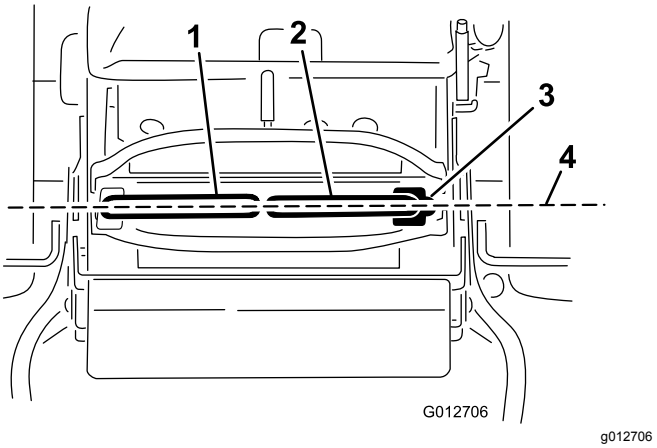

Figur 70
Viktig: **Pass på at gressklipperens sporing er korrekt når du har justert bevegelseskontrollspakene. Justering av sporingen og tilpasning av bevegelseskontrollspakene på langs er samme prosedyre (Figur 70).**
1. Når du er ferdig med vannrett tilpasning, kontroller tilpasning på langs ved å forsiktig skyve bevegelseskontrollspakene forover for å fjerne slakken i forbindelsen for kontrollspakene (Figur 70).